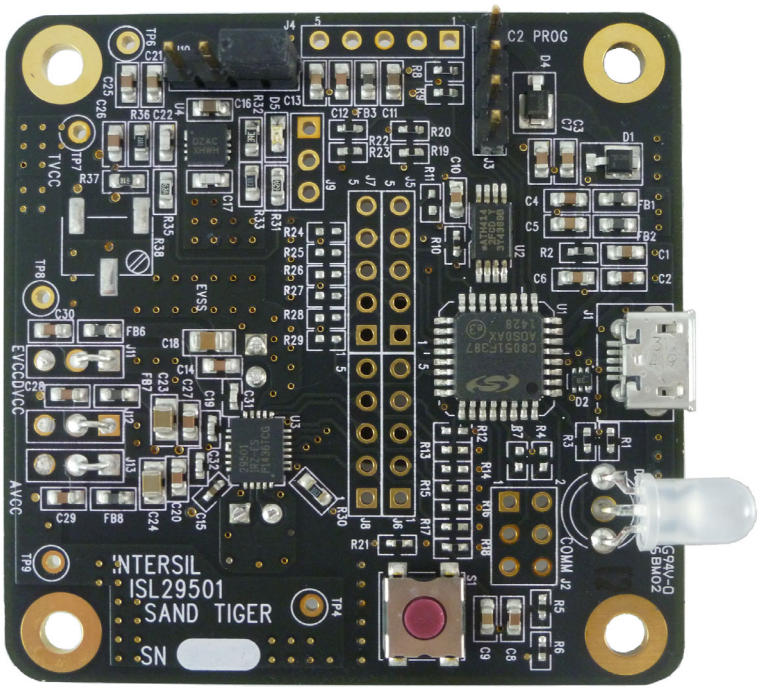
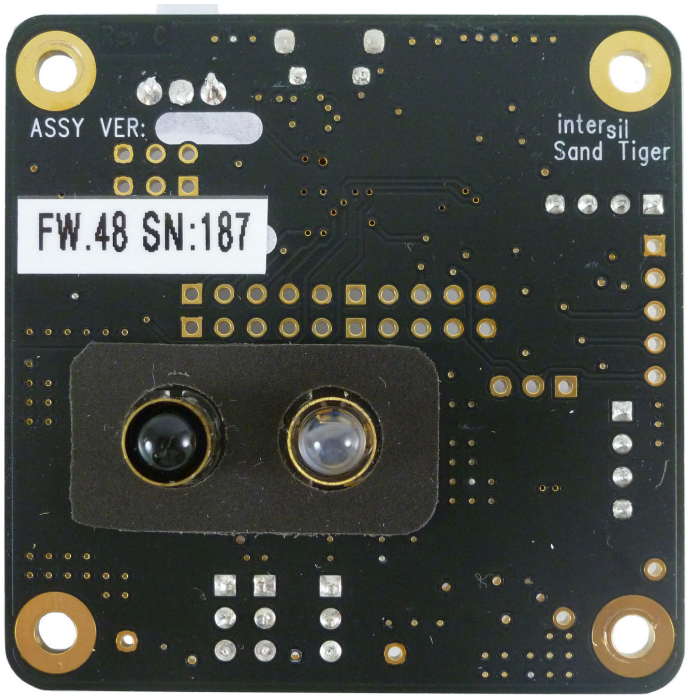

Figure 4. Sand Tiger Board (Top Side)
Figure 5. Sand Tiger Board (Bottom Side)[1]
The ISL29501-ST-EV1Z evaluation board is shown in Figure 4 and Figure 5. The hardware enable function is controlled by a software switch, which can be overridden shorting J9 pins 1 and 2. See the schematic for details. A Power-Good (PG) LED indicates that the LDO is regulating properly.